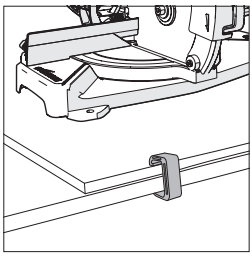

Rys. 2
- Należy zastosować zacisk typu „C" do przytwierdzenia płyty montażowej do miejsca roboczego **(Rys. 2)**.